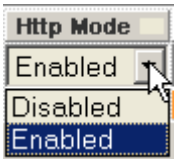

Figure 24 Http Mode Dropdown List
7. To change the **HTTP Mode** parameter, click on the dropdown list. The following options are displayed (Figure 24):